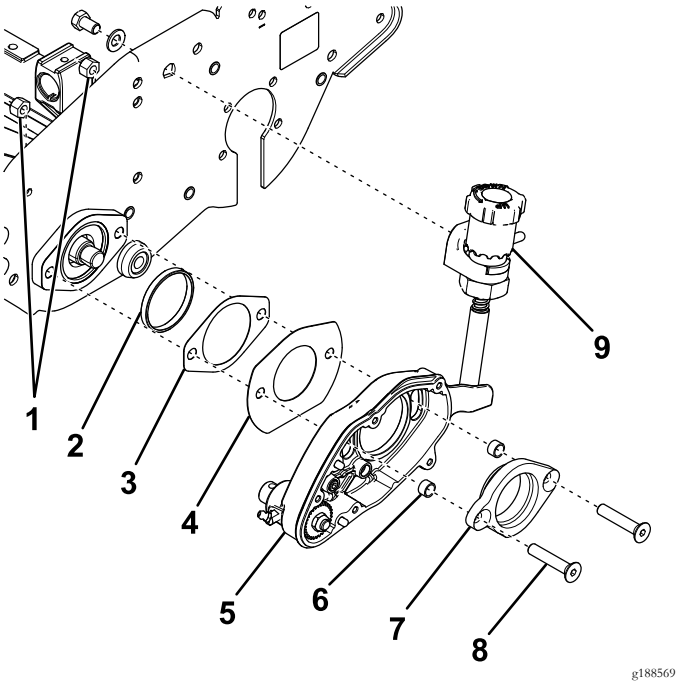

Bild 6
2. Setzen Sie den Adapterring in das Spindellagergehäuse an der Seitenplatte ein (Bild 6).
3. Setzen Sie die zwei Senkschrauben durch den Lageradapter ein und legen Sie die neuen Distanzstücke auf die Enden (Bild 6).
4. Setzen Sie den Lageradapter in das Groomergehäuse ein (Bild 6).
5. Schieben Sie die Schlitzabdeckung und die neue Dichtung über die Senkschrauben (Bild 6).
6. Stecken Sie die Senkschrauben durch das Spindellagergehäuse und befestigen sie mit den zwei Sicherungsmuttern (Bild 6).
7. Befestigen Sie das Einstellhandrad mit einer Schraube und Scheibe an der Seitenplatte (Bild 6).